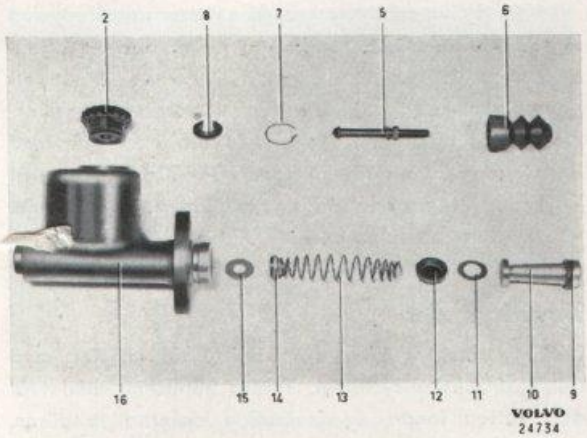

Bild 7-19. Huvudcylinder
2. Kräng tillbaka gummikåpan (6) och demontera låsring (7), bricka (8) och tryckstång (5). Skaka ur samtliga detaljer från cylindern, se bild 7-19.
1. Montera brickan (15, bild 7-19) i botten på cylindern.
2. Placera packningen (12) på fjäderns styrning. Doppa packningen i bromsvätska och montera den tillsammans med fjäder och ventil. Lägg i brickan (11) i cylindern.
3. Kräng packningen (9) på kolven och vänd den enligt bilden. Doppa kolven i bromsvätskan och montera den. Var försiktig så att packningen (9)